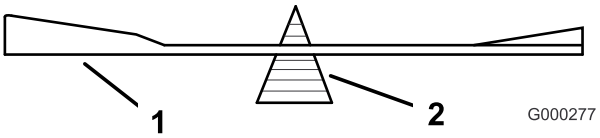

Figur 72
2. Kontroller knivens balance ved at placere den på en afbalanceringsenhed (Figur 72).